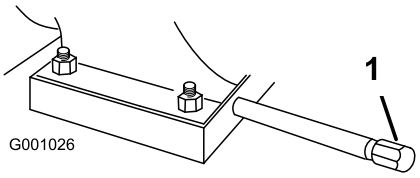

Rysunek 43
1. Wyczyść obszar wokół korka spustowego oleju (Rysunek 43).